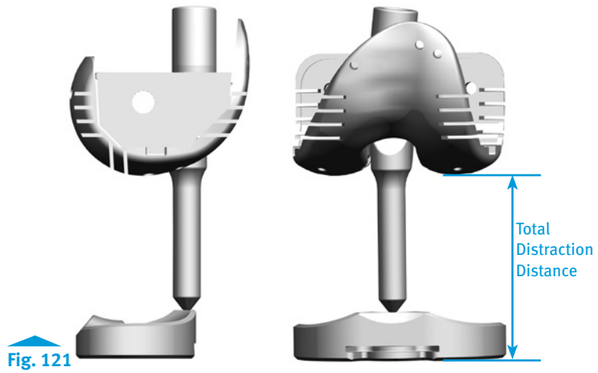

Fig. 121
- Measure soft tissue distraction available for back-table assembly with the Femoral Caliper by simulating the total height required to assemble the Segmental One-Piece Hinge Pin over and into the Segmental Articular Surface **(Fig. 121 & Table 13)**.